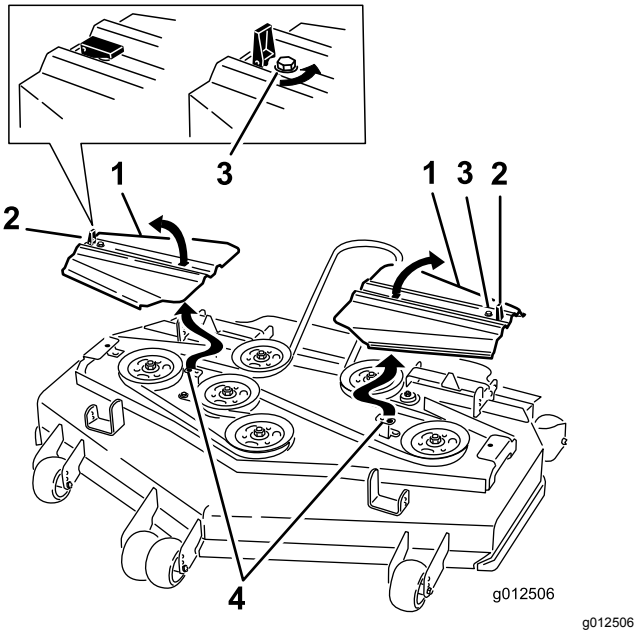

Figur 61
14. Monter remafskærmningerne, så tapperne går ned i rillerne. Isæt skruerne, og luk låsene (Figur 61).